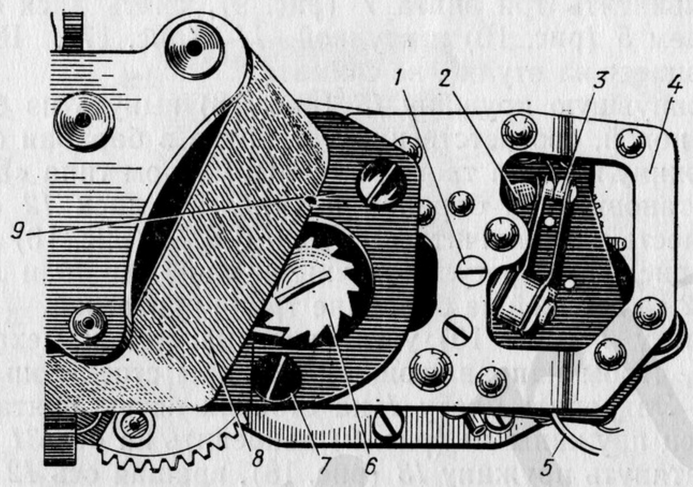

Рис. 12. Механизм выдержек на корпусе зеркала с контактами:
5.2.35. Отметить двумя рисками положение платы *4* (рис. 12) относительно корпуса *9*. Вывинтить четыре винта *7*, крепящие механизм выдержек к корпусу, и снять его.
Закрепить механизм выдержек на корпусе двумя винтами *7* (рис. 12), совместив риски, сделанные при разборке.
5.2.48. Окончательно закрепить механизм выдержек на корпусе четырьмя винтами *7* (рис. 12). Винты ставить на клею БФ-4.